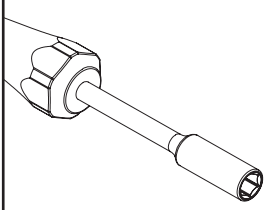
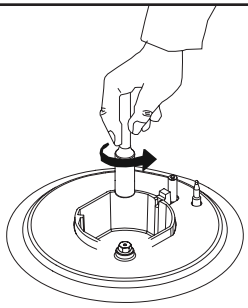

Figure 2
Figure 3
**2.** With the help of a screwdriver (7 mm) with the tip as shown in figure 2, remove the injector by turning it (See figure 3).